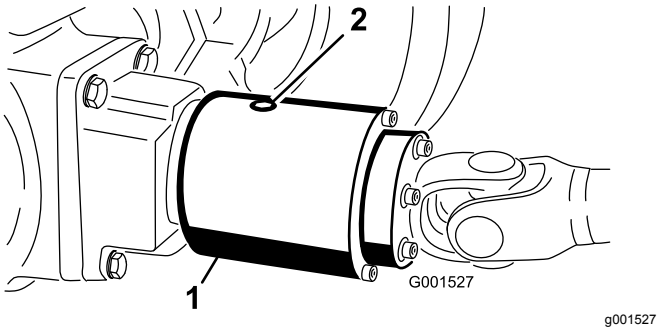

Figuur 62
2. Draai de koppeling (Figuur 62) zodanig dat de controleplug op 4 uur staat.